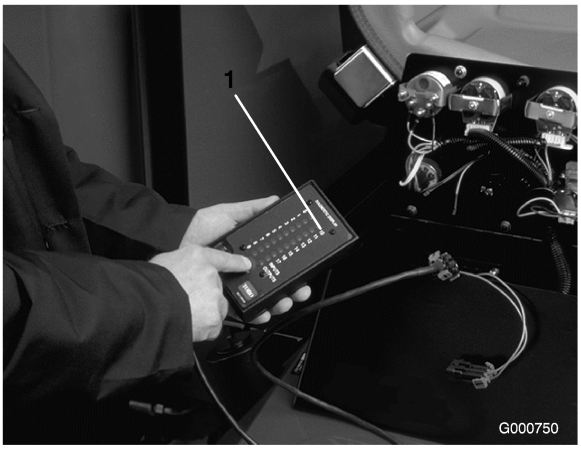

Figuur 27
3. Bevestig de stekker van de Diagnostische ACE aan de connector van de kabelboom (Figuur 27). Controleer of de juiste overlay-sticker op het display van de Diagnostische ACE is geplaatst.